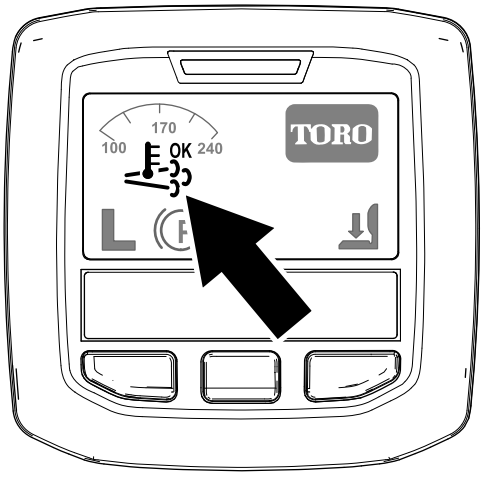

Figur 40
- Ikonet for assister/nulstil-regenerering vises i infocenteret (Figur 40).